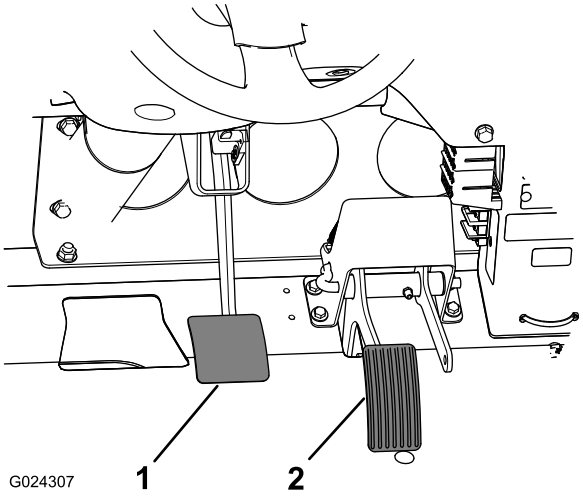

**Figur 65**
2. Løft op i bremsepedalen (Figur 65), indtil den berører stellet.
3. Løsn kontramøtrikkerne, der fastgør gaflen til hovedcylinderakslen (Figur 65).